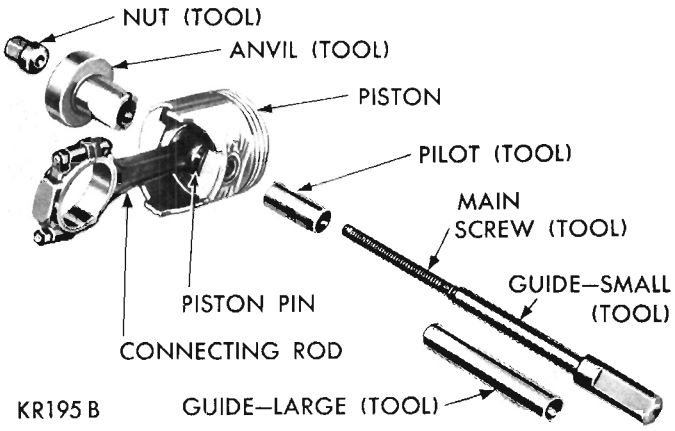
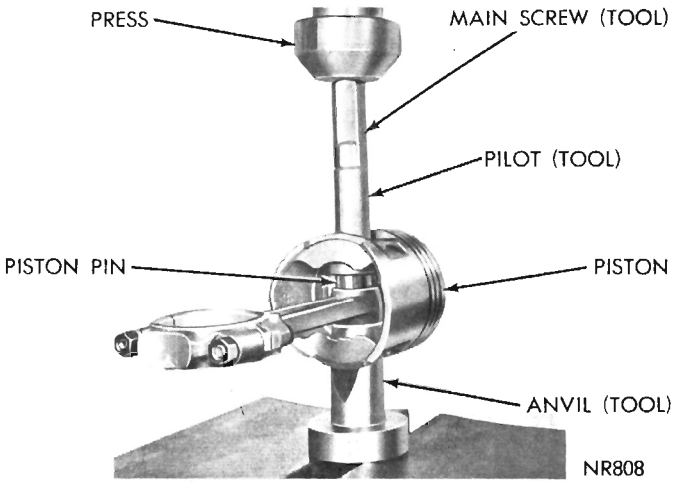
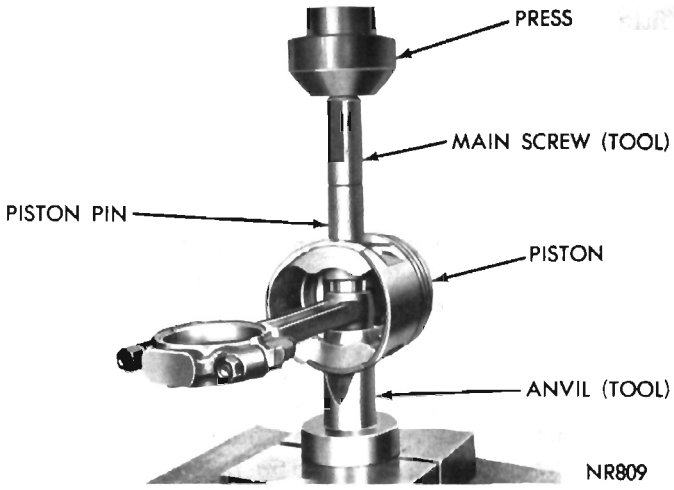

Fig. 37—Tool Arrangement for Removing Piston Pin
Fig. 38—Removing Piston Pin
Fig. 41—Installing Piston Pin
(1) Arrange Tool C-3724 parts for removal of piston pin (Fig. 37).
(2) Install pilot on main screw.
(3) Install screw through piston pin.
(4) Install anvil over threaded end of main screw with small end of anvil against piston boss. **Be sure spring is removed from anvil.**
(5) Install nut loosely on main screw and place assembly on the press (Fig. 38). Press piston pin out of connecting rod.
(8) Install main screw and piston pin in piston (Fig. 41).
(9) Install nut on main screw to hold assembly together. Place assembly on a press (Fig. 41).
(10) Press piston pin in the piston until pin bottoms on pilot, properly positioning pin in connecting rod.
(11) Remove tool and arrange tool parts and piston assembly in the same manner, as shown in Figure 37 for measuring pin fit.